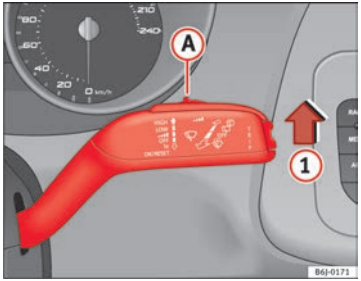

Fig. 64 Windscreen wiper lever
– Move the windscreen wiper lever into position (1) ⇒ fig. 64.
– Move the control (A) to the left or right to set the sensitivity of the rain sensor. Control to the right: highly sensitive. Control to the left: less sensitive.